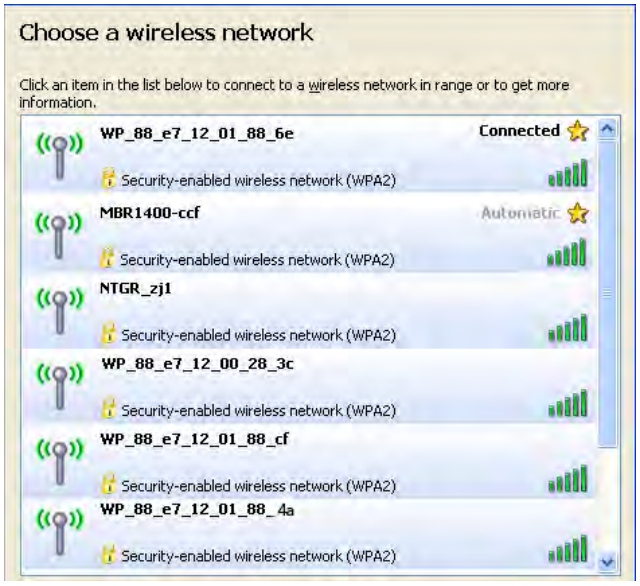

Figure 14 - Smart Appliance Connected
5. The "Wireless Network Connection" screen should now show the Smart Appliance as "Connected." See Figure 14.